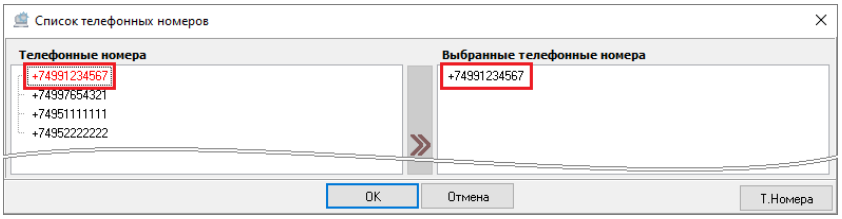

Рисунок 6-170 Выбранный телефонный номер
В поле ***«Телефонные номера»*** отображаются телефонные номера, выбор которых определяет состав телефонных номеров абонента. При этом для телефонных номеров, выбранных для абонента, применяется маркировка красным шрифтом (см. Рисунок 6-170).
- в окне «Список телефонных номеров» дважды кликните левой клавишей мыши по телефонному номеру в поле «Телефонные номера». Телефонный номер будет добавлен в поле «Выбранные телефонные номера (см. Рисунок 6-170);